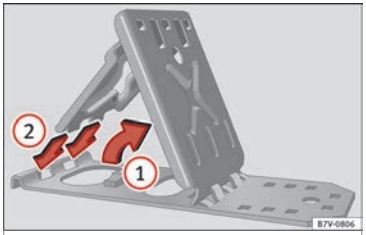

Fig. 102 To unfold the foldable wedges.
- Lift the base plate ››› Fig. 102 (1).
- Insert the two “tabs” of the mounting plate into the long openings on the base plate (2).